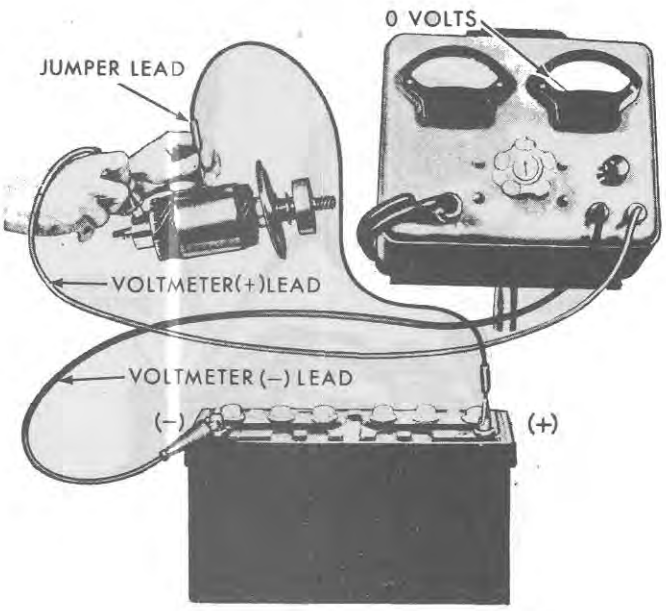

Figure 36
2. **5-Inch Starting Motor:** Complete steps 1 through 8 of the disassembly procedure, page 33, and refer to Figure 36 when performing the test.